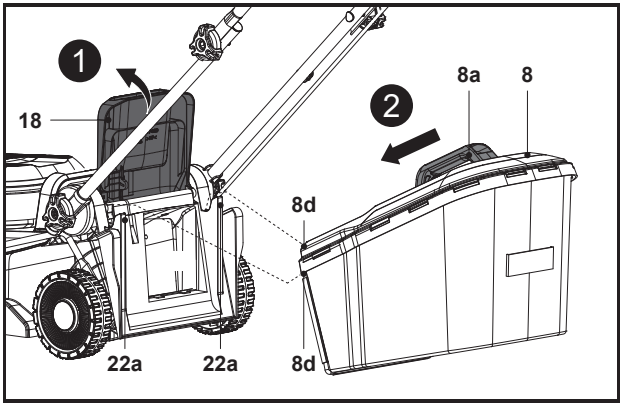

Fig. 7
4. Abra el protector de deflector trasero (18) y manténgalo en posición (Fig. 7, paso 1).
5. Lleve el recogedor de hierba (8) por su asa de transporte (8a).
6. Alinee los dos ganchos del recogedor (8d) con las ranuras (22a) y cuelgue el recogedor de hierba (8) de ellos (Fig. 7, paso 2).
7. A continuación, suelte con cuidado el protector del deflector trasero (18).